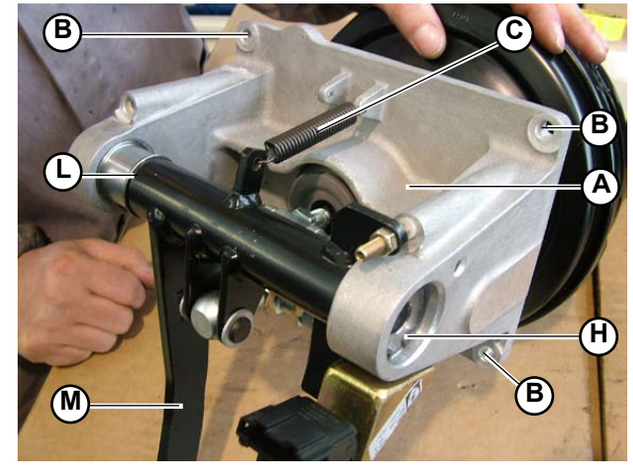

Fig.1
6. Extract the snap ring (**H-Fig.1**) on the right.
8. Extract the shim (**L-Fig.1**) (1 shim for E-Gear cars, 2 for manual gearbox cars).
9. Remove the pedal (**M-Fig.1**)